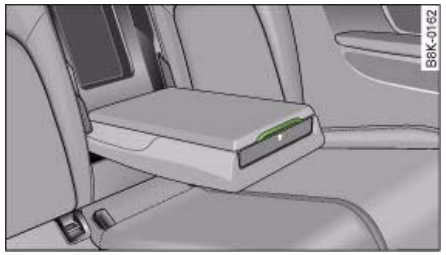

Fig. 265 Rear centre armrest: First-aid kit
– Pull up the catch to open the storage compartment ⇒ fig. 265.